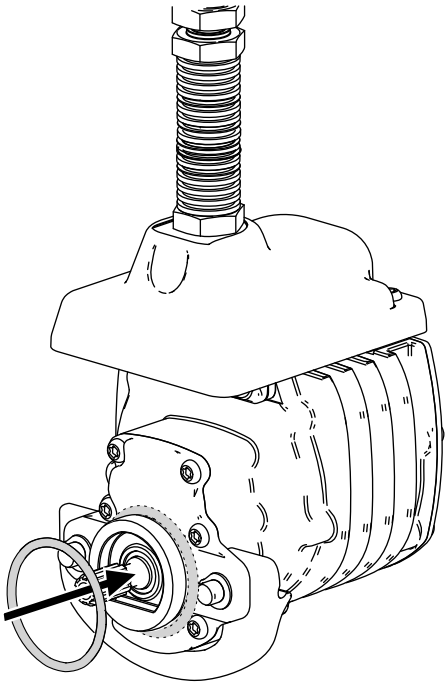

Figur 8
3. Monter en O-ring på hver knivcylindermotor som vist i Figur 8.